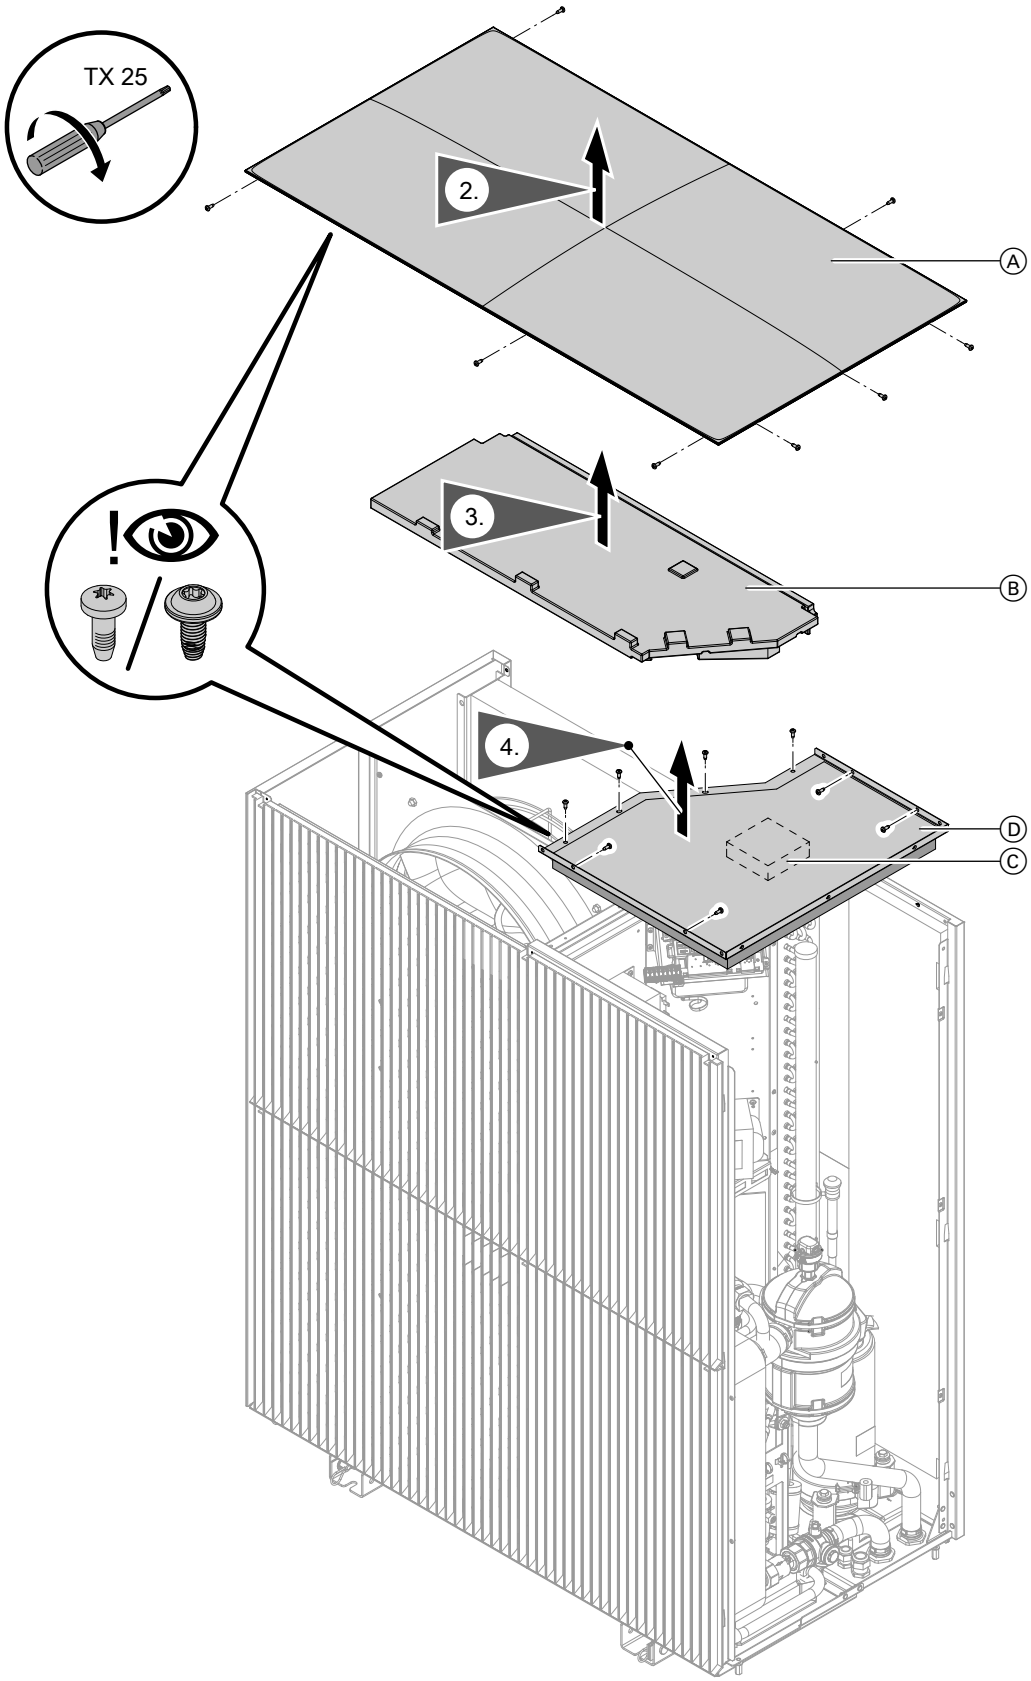

Abb. 102
7. Deckel abbauen: Siehe Abb. 102.
2. Deckel abbauen: Siehe Abb. 102.